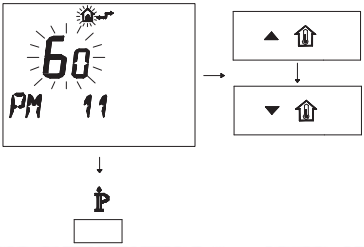

Fig. 7.34
- To modify the programmed SET, act on buttons ▲ ⇧ or ▼ ⇧ and wait for the programmed number to flash (Fig. 7.34). Each step increased or decreased corresponds to 1 second.